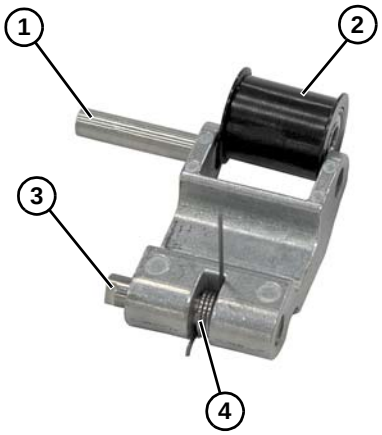

Figure 41
7. Remove roller pin **(Figure 41, item 1)**, roller assembly **(Figure 41, item 2)**, tensioner axle **(Figure 41, item 3)** and tensioner spring **(Figure 41, item 4)** from tensioner block.